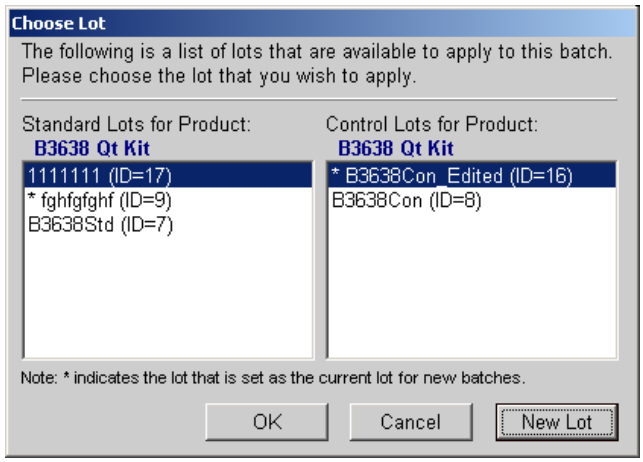
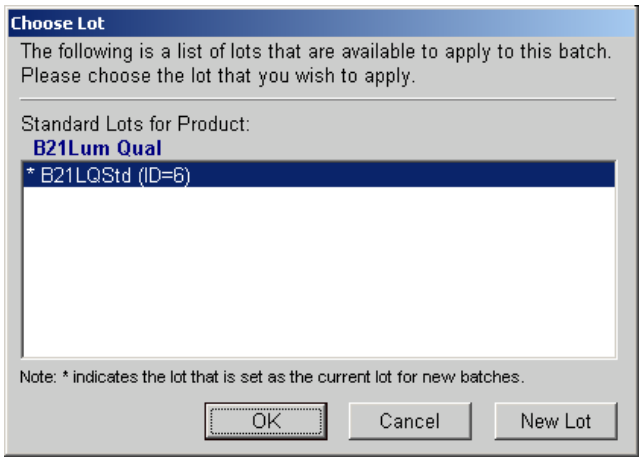

Figure 5-55. Choose Lot Dialog Box—Standard and Control
Figure 5-56. Choose Lot Dialog Box—Standard Only
1. Click **Change Lot (Alt + F8)**, located at the bottom of Analysis window, to display the **Choose Lot** dialog box. See Figure 5-55.
2. The dialog box displays a list of available standard and control lots that you can apply to a batch. Highlight the desired lot and click **OK** to apply the selected lot to the batch opened in data analysis. Figure 5-55 shows standard and control. Figure 5-56 shows standard only.
2. In the **Update Lot Info** dialog box, select **Standard lot** or **Control lot**, then click **Save** to display the **Choose Lot** dialog box. An asterisk identifies the selected lot. See Figure 5-55.